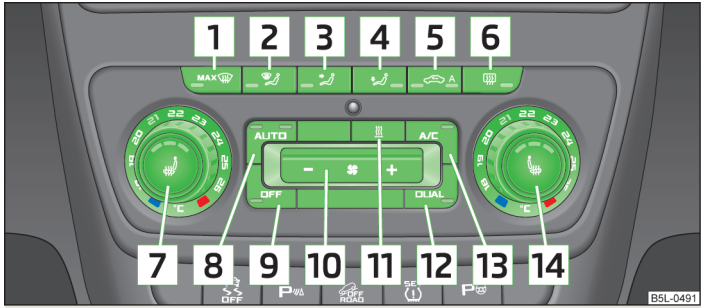

Fig. 92 **Climatronic: Control elements**
› A/C 13 » Fig. 92 on page 91 switched on.
› Press the button AUTO 8 » Fig. 92 on page 91.
› Press the button AUTO 8 » Fig. 92 on page 91. The indicator light in the top right or left corner lights up, depending on which mode was last selected.
› Press the A/C » Fig. 92 on page 91 button. The warning light lights up in the button.
› The temperature for both sides can be set with the control dial 7 » Fig. 92 on page 91 after switching on the ignition.
› Repeatedly press the button 5 » Fig. 92 on page 91 until the warning light on the left-hand side of the button lights up.
- If the windscreen mists up, press the button MAX 1 » Fig. 92 on page 91. Press the button AUTO when the windscreen is demisted.
› Repeatedly press the button » Fig. 92 on page 91 on the left side (reduce blower speed) or on the right side (increase blower speed).
› Press the button MAX 1 » Fig. 92 on page 91.
› Press the button 11 » Fig. 92 on page 91.
› Press the button MAX 1 » Fig. 92 on page 91 again or press the button 8 AUTO.
› Press the button 11 » Fig. 92 on page 91 again.